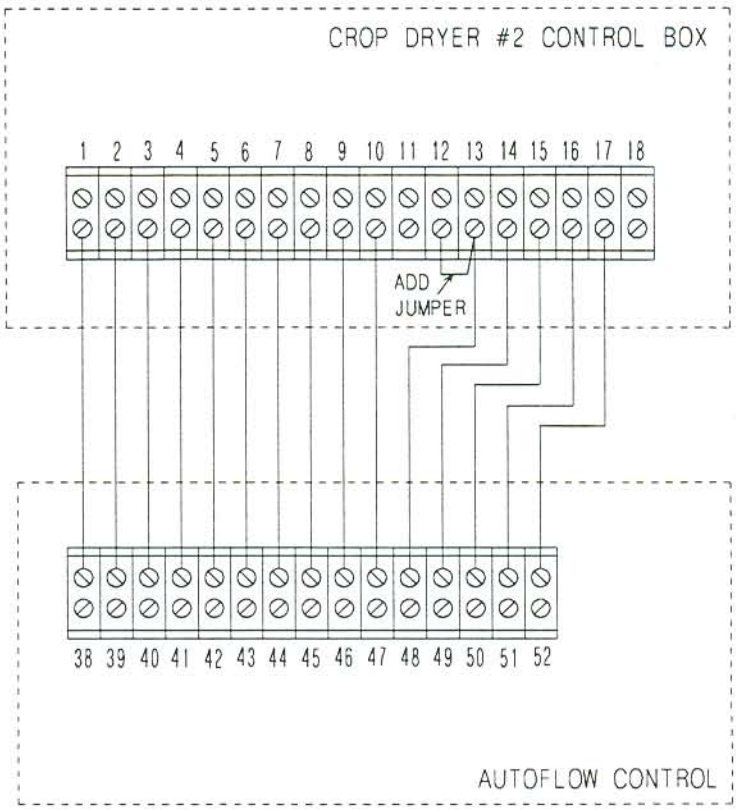

Figure 9.
3. Run (18) 20 guage (minimum) wires from Autoflow Control Box to #2 fan and heater control box.
4. Make wire connections as shown in Figure 9.
7. Add jumper between terminals 12 & 13 as shown in Figure 9.